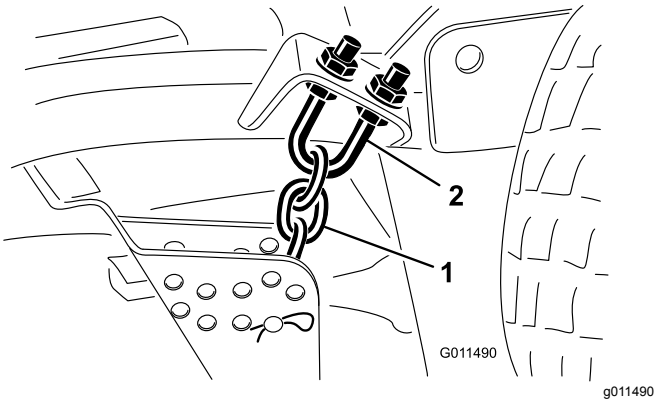

Figuur 104
1. Draai de contramoeren op de bovenkant of de onderkant van de veerstrop van de maaihoogteketting los (Figuur 104).